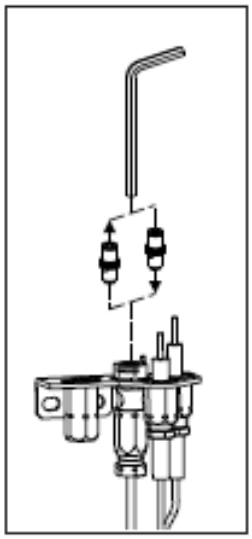

fig. 2
4. Insérez une clé Allen de 5/32" ou 4 mm dans le trou hexagonal de l'injecteur (fig. 2), et tournez-la dans le sens antihoraire pour libérer celui-ci de la gaine.